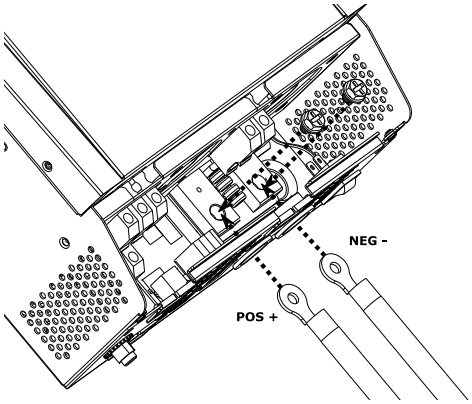

Figure 6: Anschluss der Batterie
8. Stecken Sie die Ringklemme des Batteriekabels flach in die Batterieanschlussschrauben des Wechselrichters und ziehen Sie die M6-Muttern / Schrauben mit einem Drehmoment von 2 - 3 Nm an (siehe Abbildung 6). Stellen Sie sicher, dass die Polarität sowohl an der Batterie als auch am Wechselrichter korrekt ist und die Ringklemmen fest mit den Batterieklemmen verschraubt sind, um eine gute elektrische Verbindung zu gewährleisten.